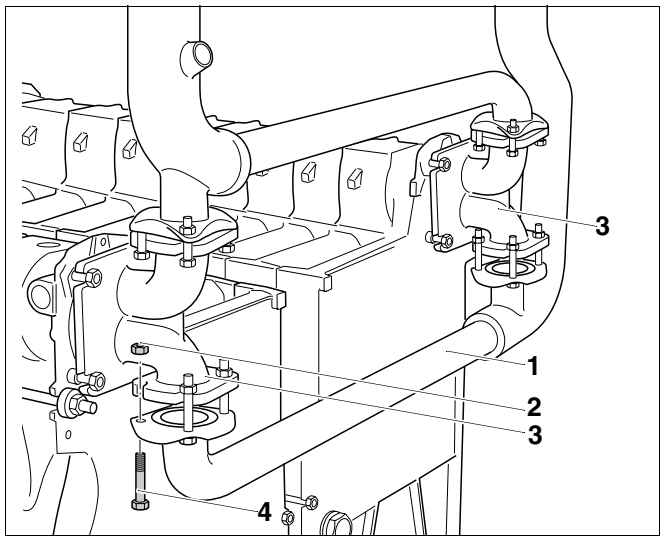

Afb. 30 Retourleidingen monteren
- Schroef de retourleiding (afb. 30, **pos. 1**) losjes met telkens twee zeskantschroeven M12 x 80 (afb. 30, **pos. 4**) en moeren met schijf erop geperst (afb. 30, **pos. 2**) diagonaal aan de aansluitstukken (afb. 30, **pos. 3**). Plaats de zeskantbouten langs beneden.